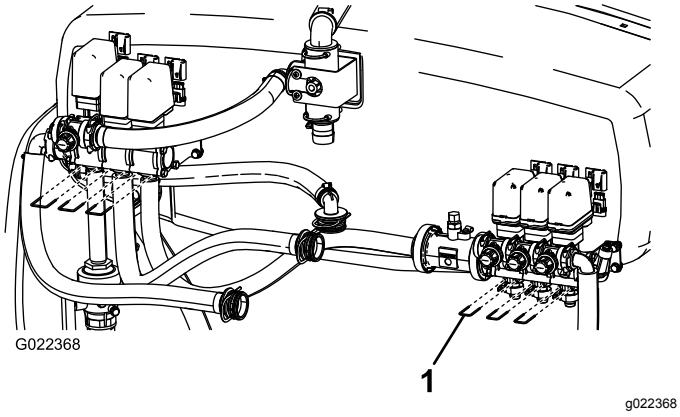

**Figur 50**
B. Fjern de 3 gafler, der fastholder ventilsæderne på ventilenheden (Figur 50).
**Bemærk:** Sørg for at holde tal på fjedrene i ventilen (Figur 50).